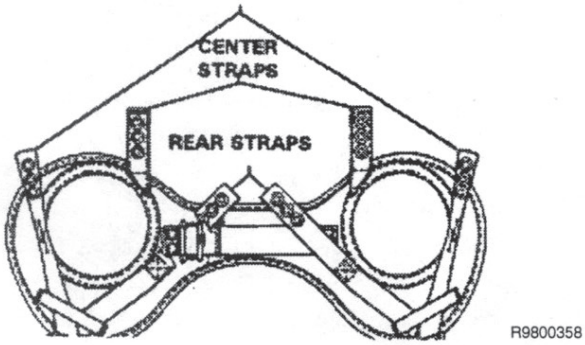

Figure 8. Retention Straps
c. Adjust the retention strap holes upward or downward as necessary. The front and center straps allow for upward or downward adjustment; the rear straps allow for forward or rearward adjustment. (See Figure 8.) Remove the attachment hardware. Apply one or two drops of white Weldwood glue #281 or equivalent to the first two threads of each screw and reinstall the hardware in the selected holes as needed.